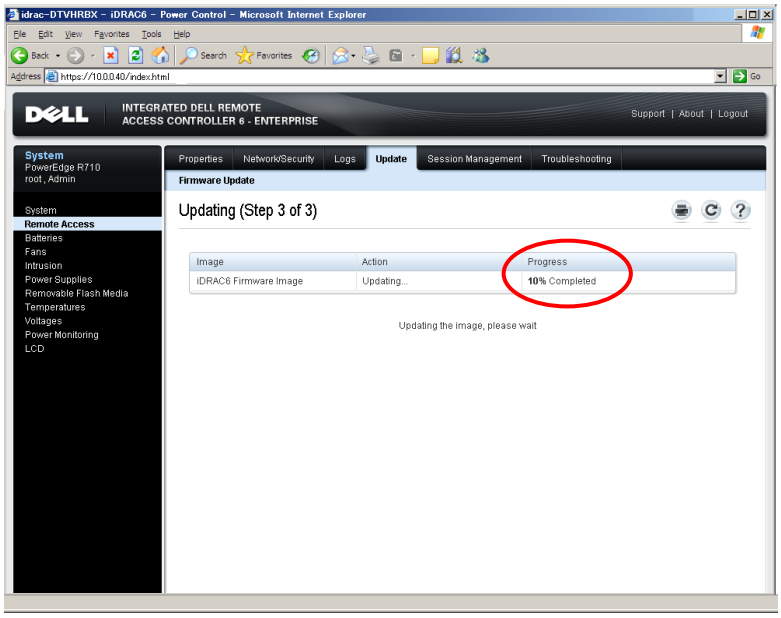

Figure B.2.2-10 Updating (Step 3 of 3) window 1
(13) The Updating (Step 3 of 3) window 1 is displayed as shown in Figure B.2.2-10.